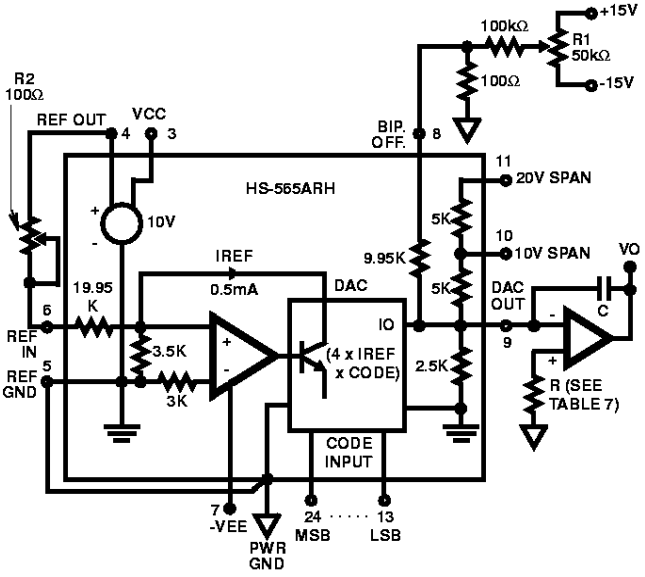
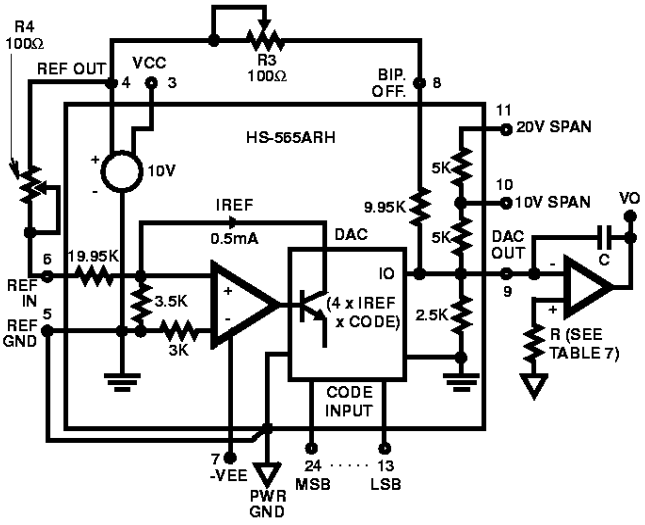

FIGURE 3. UNIPOLAR VOLTAGE OUTPUT
FIGURE 4. BIPOLAR VOLTAGE OUTPUT
3. Reference the Settling Time discussion and Figure 3.
The HS-565ARH's current output may be converted to voltage using the standard connections shown in Figures 3 and 4. The choice of operational amplifier should be reviewed for each application, since a significant trade-off may be made between speed and accuracy. Remember settling time for the DAC-amplifier combination is
The HS-565ARH will perform as specified without calibration adjustments. To operate without calibration, substitute 50Ω resistors for the 100Ω trimming potentiometers: In Figure 3 replace R2 with 50Ω; also remove the network on pin 8 and connect 50Ω to ground. For bipolar operation in Figure 4, replace R3 and R4 with 50Ω resistors.
Calibration provides the maximum accuracy from a converter by adjusting its gain and offset errors to zero, For the HS-565ARH, these adjustments are similar whether the current output is used, or whether an external op amp is added to convert this current to a voltage. Refer to Table 7 for the voltage output case, along with Figure 3 or 4.